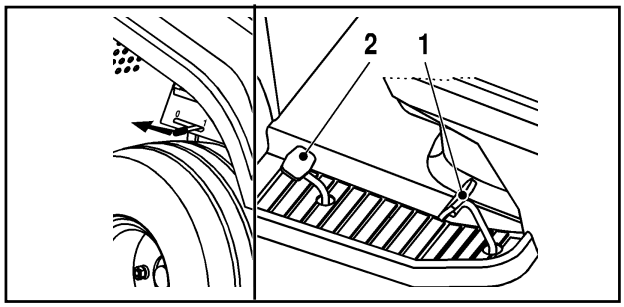

*Fig. 15*
The tractor is equipped with a hydrostatic transmission. It means that the forward and reverse speed can be achieved with the use of the pedals (Fig. 15).
## REVERSE GEAR (FIG. 15)
Depress slowly the reverse movement pedal (Fig. 15, pos. 2).